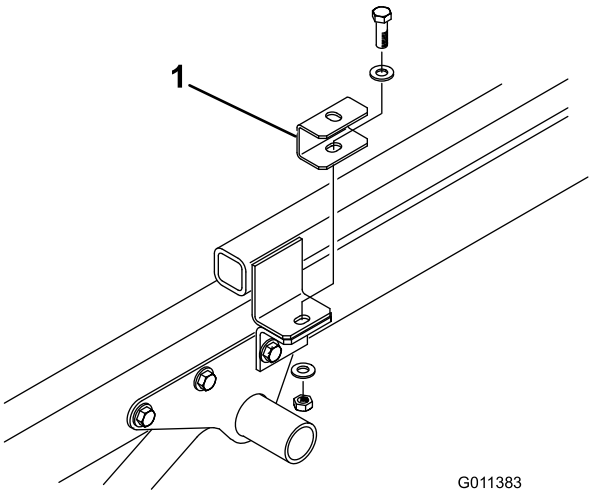

Figur 7
4. Fastgør en afstandsklods øverst på hver af trækrammens tapper med maskinskruen, (2) flade spændeskiver og låsemøtrikken, som du fjernede tidligere (Figur 7).